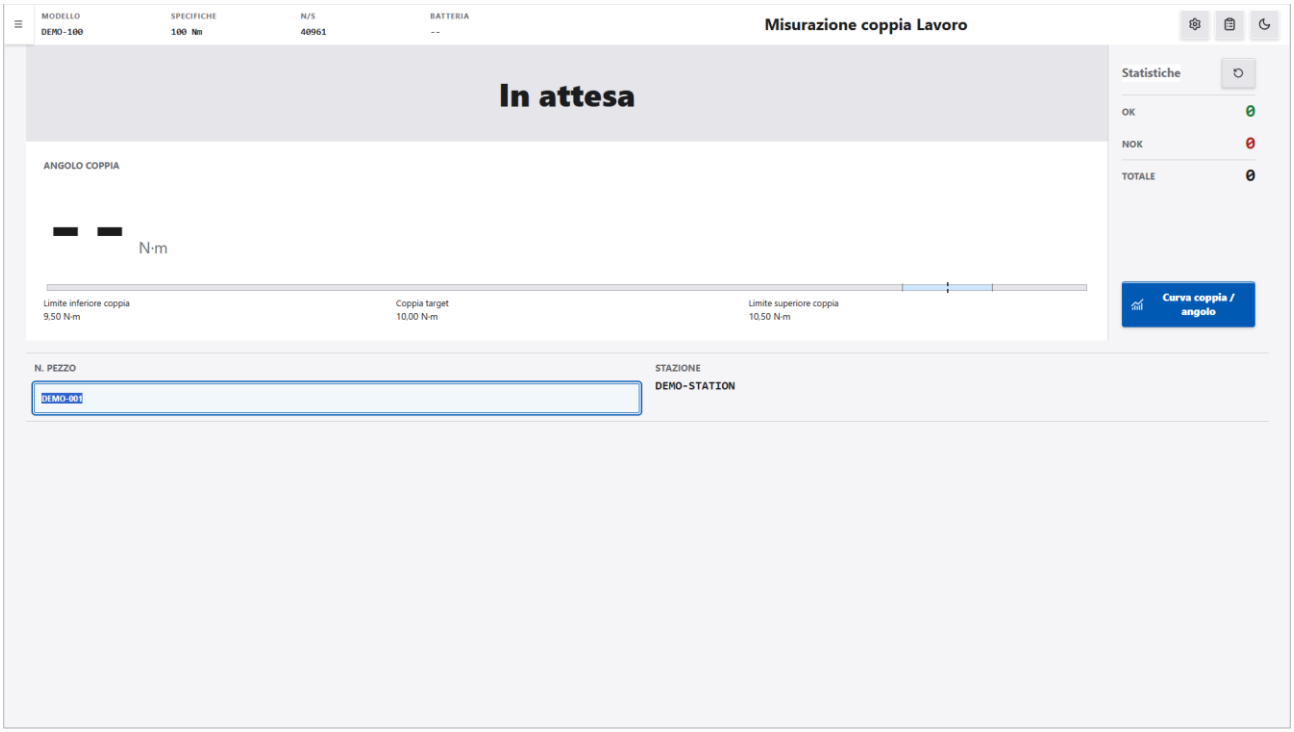

Figura 7-1 Schermata di lavoro della misurazione della coppia
1. Nel menu di navigazione fare clic su «Sensore rotativo» → «Misurazione della coppia». La schermata mostra prima «Caricamento...», poi «Misurazione coppia Lavoro» con il banner dell'esito che mostra «In attesa» e il cursore in «N. pezzo» (vedere la Figura 7-1).